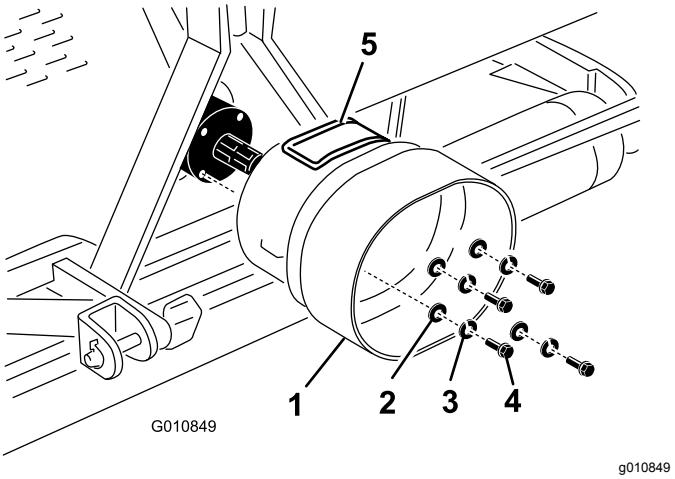

Figur 22
1. Fjern de 4 bolte, låseskiver og flade spændeskiver, der er fastgjort på enden af dybdelufterens gearkasse (Figur 22).
2. Monter kraftudtagsskærmen på dybdelufterens gearkasse med fastgørelsesanordningerne, der blev fjernet tidligere (Figur 22). Når kraftudtagsskærmen monteres, skal du kontrollere, at adgangspanelet (Figur 22) er placeret øverst eller på siden afhængig af dybdelufterens rammekonfiguration.
Bemærk: Du kan åbne adgangspanelet (Figur 22) for at gøre det nemmere at fjerne og montere kraftudtagsakslernes fastgørelsesanordninger.